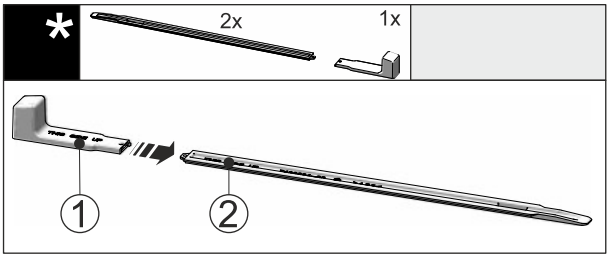

Fig. 54
▶ Insertar el tirador de montaje *Fig. 54 (1)* en el riel de nivelación *Fig. 54 (2)*.